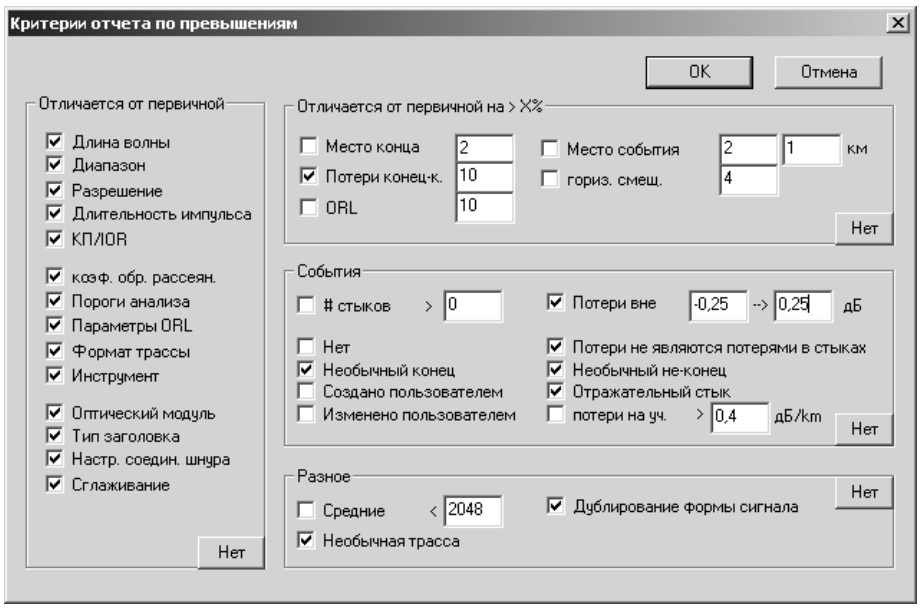

Рисунок 11-7: Диалоговое окно Критерии отчета по превышениям
6. Выполните настройки в диалоговом окне “Критерии отчета по превышениям” (см. Рисунок 11-7).